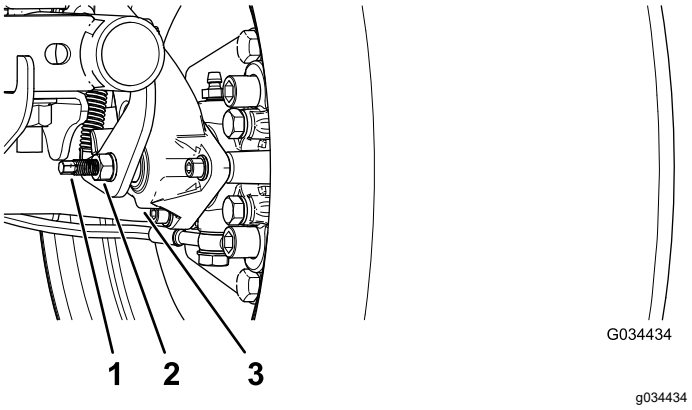

Figuur 54
3. Gebruik 2 sleutels en houd met de ene de afstelstang van de klauw vast terwijl u met de andere sleutel de contramoer een kwartslag losdraait (Figuur 54).
4. Hou de afstelstang en de contramoer vast en draai de afstelstang in om deze te bevestigen (Figuur 54).
5. Hou de afstelstang en de contramoer vast en draai een kwartslag los (Figuur 54).
6. Hou de afstelstang en de contramoer vast en draai de contramoer aan (Figuur 54).